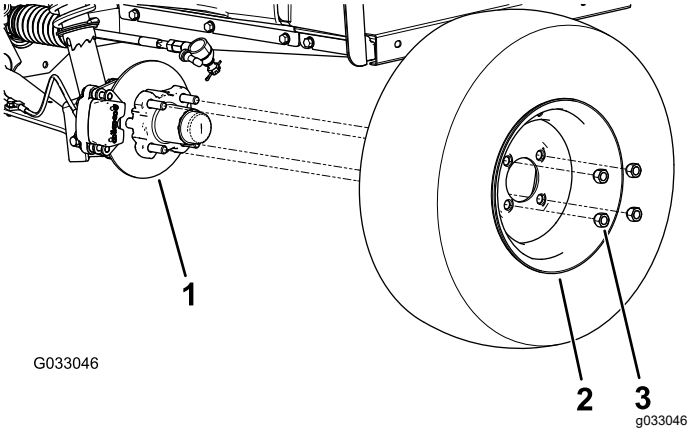

Figur 22
2. Ta bort de fyra hjulmuttrar som håller fast hjulet vid navet (Figur 22).
4. Rikta in hålen i hjulet med tapparna i navet, och montera hjulet på navet med ventilskaftet utåt (Figur 22).
5. Fäst hjulet vid navet med hjulmuttrarna (Figur 22).